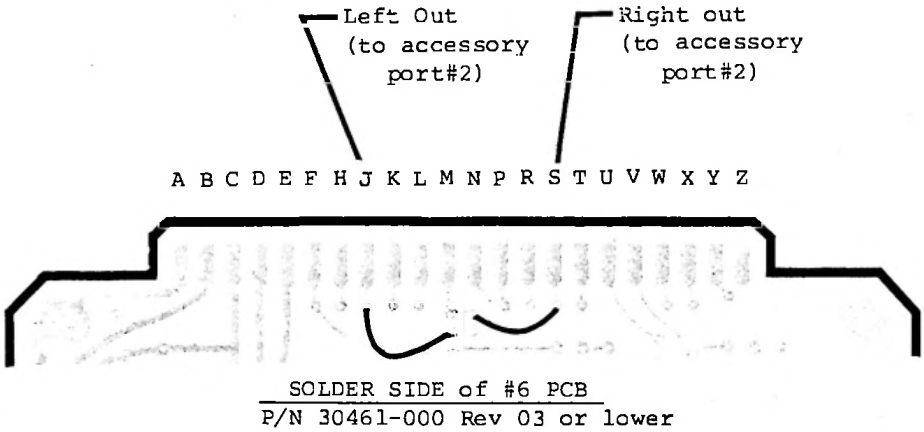

Fig. 2-5: Card #6 Rework
f) Working on the solder side of the card, solder the two short jumpers supplied in the Retrofit Kit to the pads indicated in Fig. 2-5.